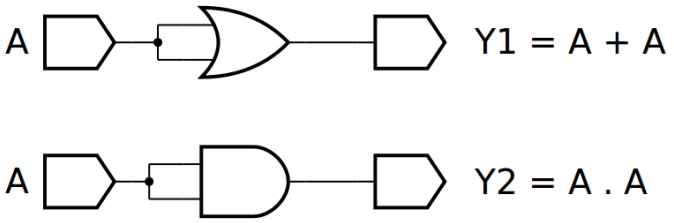
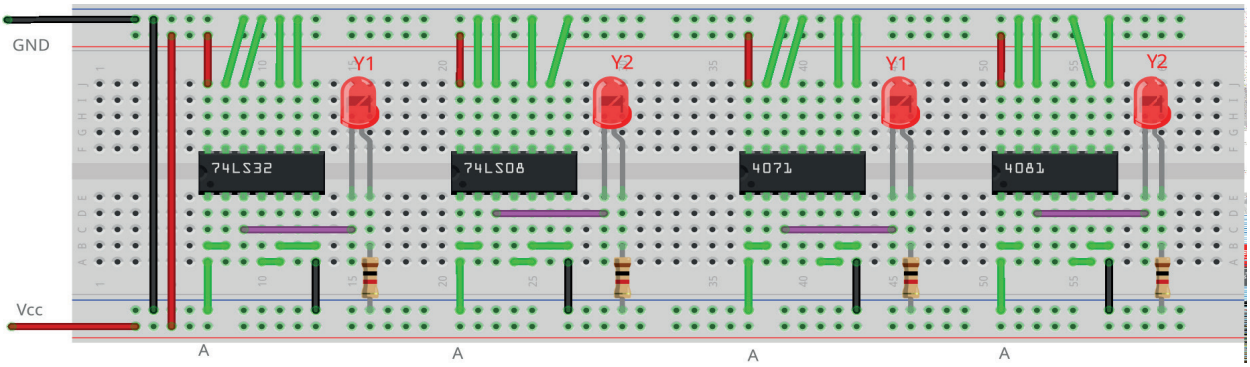

Figura 4.31 – Diagrama esquemático.
Figura 4.33 – Placa de montagem com componentes.
1. Monte o circuito da figura 4.31, conforme mostrado na figura 4.33, na placa de montagem.
6. Simule o circuito da figura 4.31 em um software de simulação para computador (SmartSim, Atanua ou Qucs) e compare com a tabela 4.11.